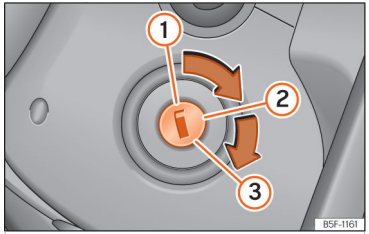

Abb. 80 Zündschloss
- Drehen Sie den Zündschlüssel in Stellung ››› (Abb. 80) ②.
- Drehen Sie den Zündschlüssel weiter in die Stellung ››› (Abb. 80) ③, ohne Gas zu geben.
- Wenn der Motor anspringt, Zündschlüssel loslassen. Beim Loslassen geht der Fahrzeugschlüssel in die Position ② zurück.
- *Fahrzeuge mit Zündschloss*: Drehen Sie den Zündschlüssel in Stellung ››› (Abb. 80) ①.
- *Fahrzeuge mit Starterknopf:* Starterknopf kurz drücken ››› (Abb. 80).